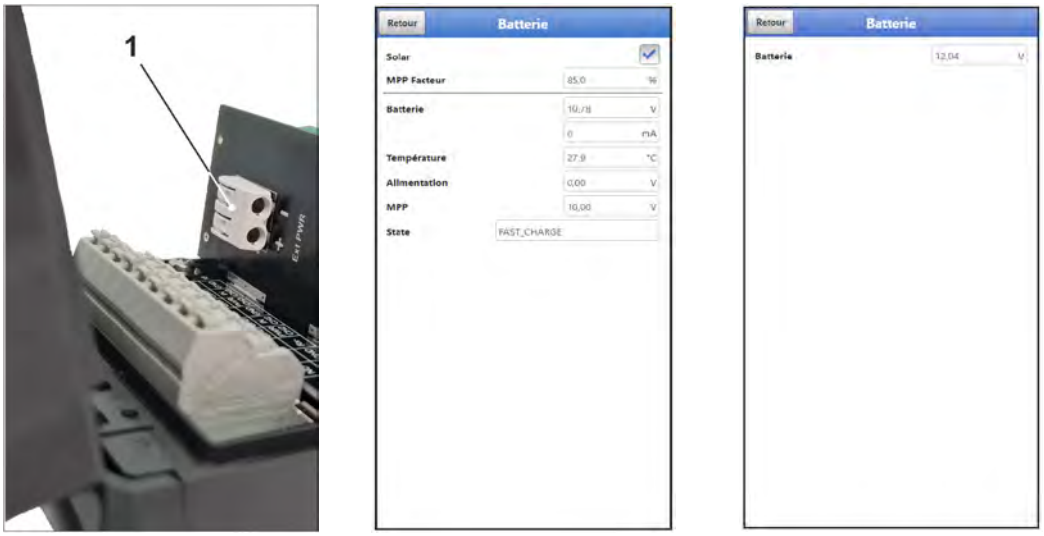

Fig. 27-1 Bornes de tension 12 V / Menu batterie variante piles/variante batterie
3. Raccorder les fils aux bornes de tension 12 V (Fig. 27-1, pos. 1).